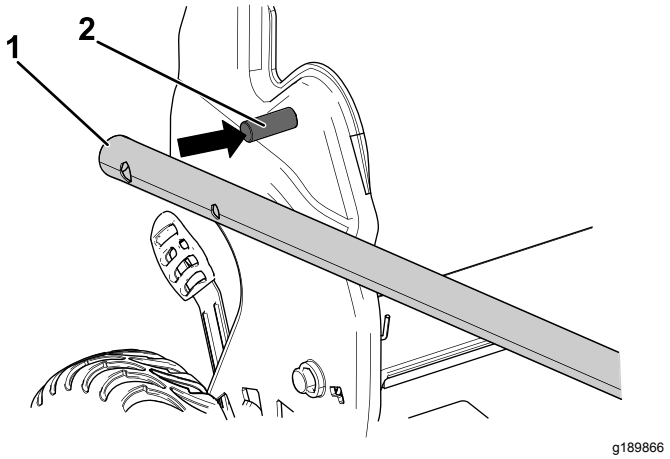

Figura 4
1. Manopola della stegola (2) 2. Vite a testa tonda (2)
2. Montate le estremità della stegola sull'alloggiamento del tosaerba, in modo che il perno applicato a ciascuna staffa della stegola si trovi nel foro inferiore della relativa estremità della stegola (Figura 4).